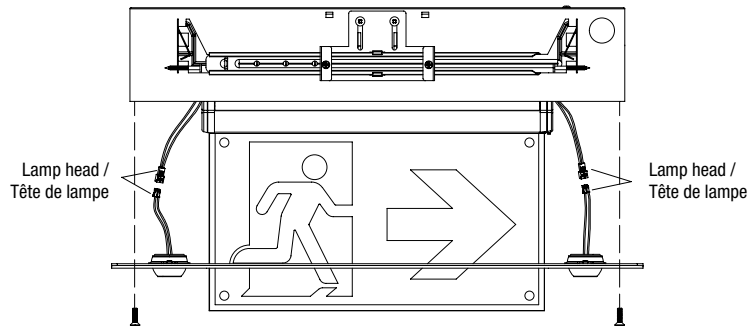

Fig. 7
9. Insert the fixture into the metal box and snap by the spring, connect lamp head connectors, fix the trim plate on the metal box by 2 screws (Provided) (see Fig.7).
9. Insérez le luminaire dans le boîtier métallique et enclenchez-le à l'aide du ressort, raccordez les connecteurs de la tête de lampe, puis fixez la plaque d'habillage sur le boîtier métallique à l'aide de 2 vis (fournies) (voir fig. 7).